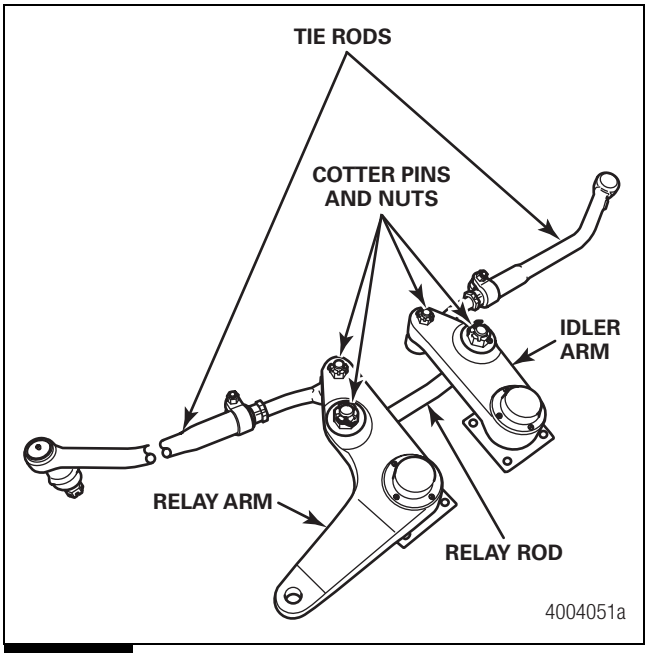

Figure 7.24
5. Position the relay rod into the idler arm and relay arm. Install the castle nuts that secure the relay rod to the idler arm and relay arm. Tighten the nuts to 245-260 lb-ft (332-353 N•m). Continue tightening the nuts to align the nut slot with the cotter pin hole. Do not back off the nuts to align the nut slot with the cotter pin hole. Install the cotter pins. Figure 7.24. T
7. Position the tie rods into the idler arm and relay arm. Install the castle nuts and bolts that secure the tie rods to the idler arm and relay arm. Tighten the nuts to 245-260 lb-ft (332-353 N•m). Continue tightening the nuts to align the nut slot with the cotter pin hole. Do not back off the nuts to align the nut slot with the cotter pin hole. Install the cotter pins. Figure 7.24. T